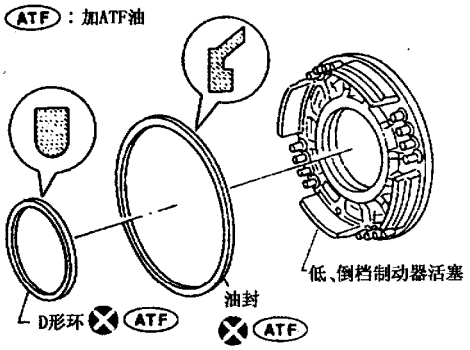

图9-13-119
(1) 如图9-13-119所示，把D形环和油封装到活塞上，注意油封的方向。